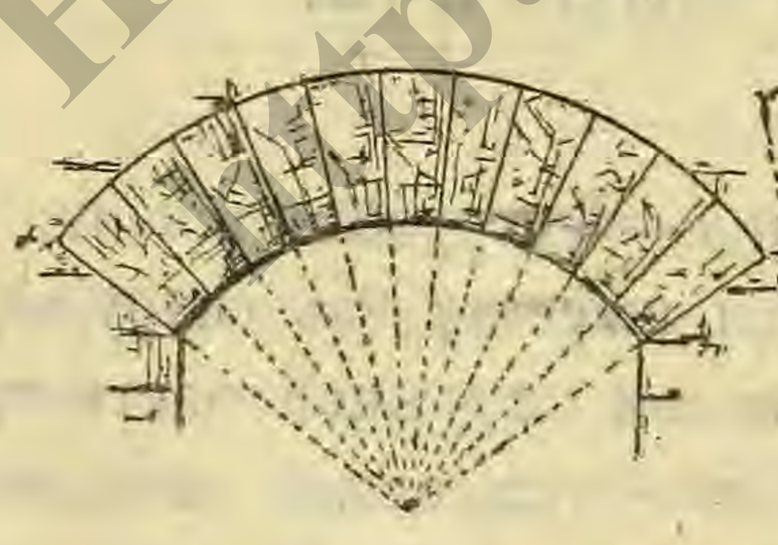
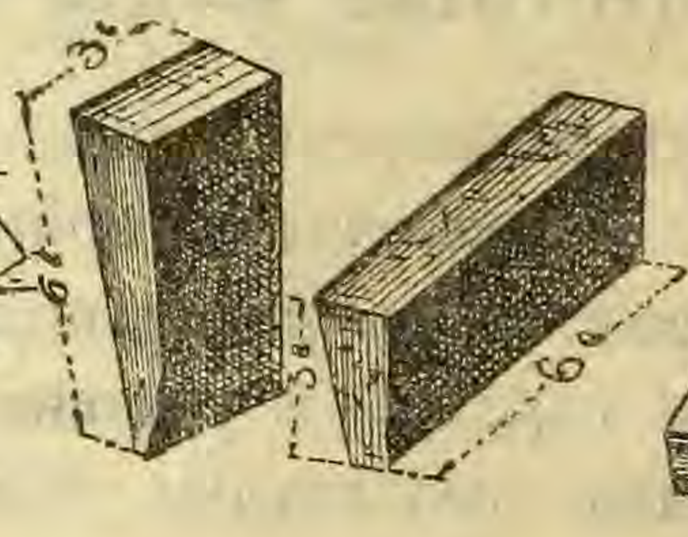

Рис. 424.
Рис. 425.
5) *Клинчатый* или *сводчатый* — употребляется при кладке сводов (рис. 424), перемычек и т. п. Бывает он двух родов,—клин расположен вдоль и поперек кирпича (рис. 425).